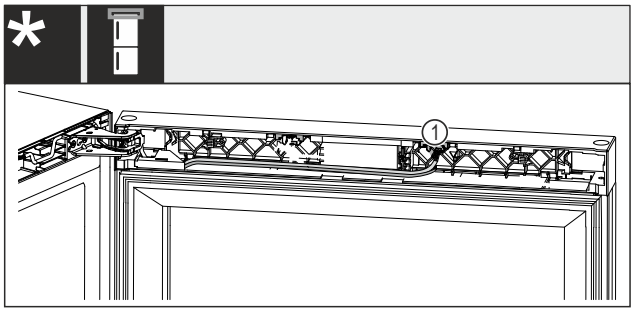

*Fig. 25 Combine frigorifice pentru vin**
▶ Extrageți fișa *Fig. 25 (1)* din locaș.*